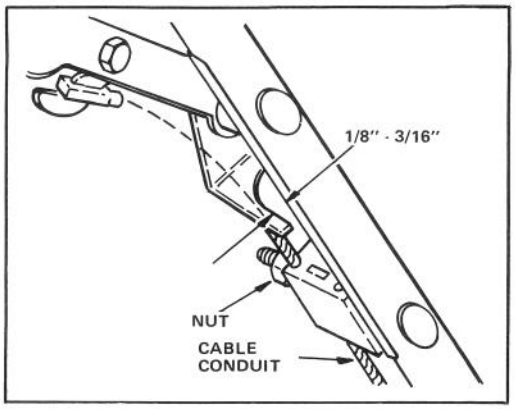

Figure 17
2. CHECK ADJUSTMENT (Fig. 17) – Move control bar toward handle until slack in wire is removed. Gap between brake lever and handle must be 1/8"-3/16". See step 3 for adjustment.
3. ADJUST CABLE CONDUIT – Loosen nut on cable bracket (Fig. 17). Insert 1/8"-3/16" object between brake lever and handle. Pull down on cable conduit until slack is removed. Then tighten nut.